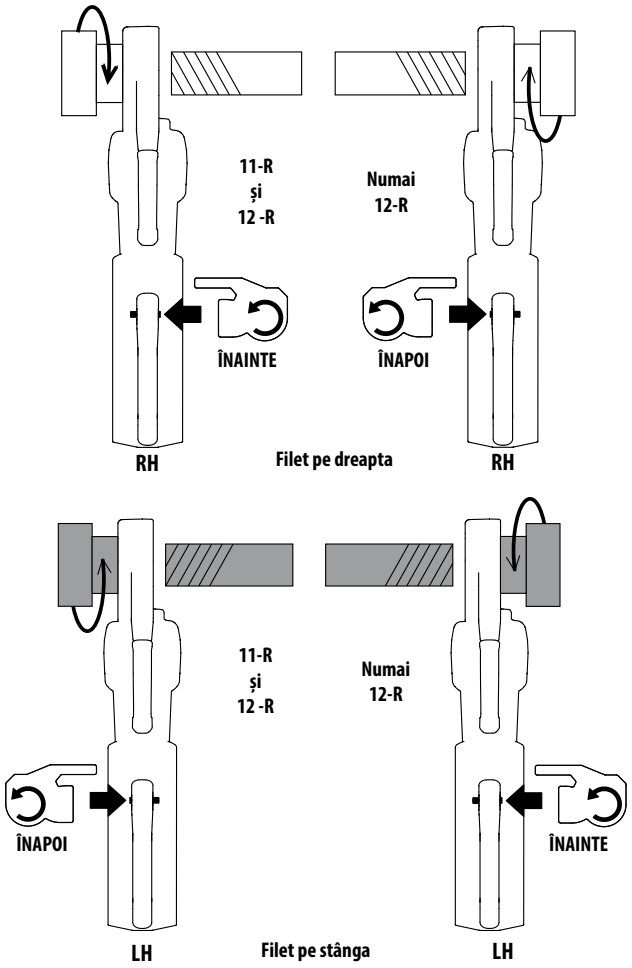

Figura 9 – Comutator culisant Înainte/Înapoi/Orientarea capului-filieră
7. Poziționați comutatorul culisant Înainte/Înapoi pentru filetul dorit pe dreapta sau stânga. *Vezi figura 9*.